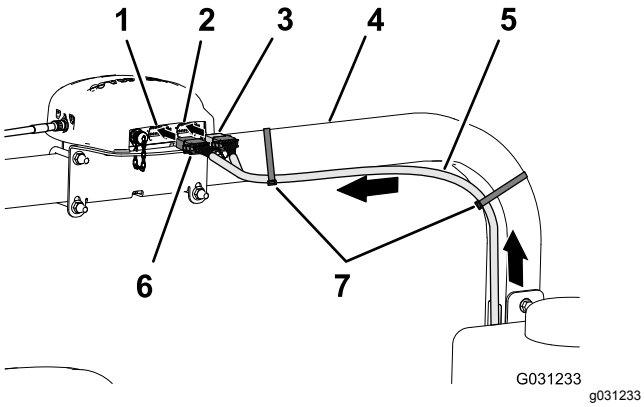

Figur 166
2. Før 390 cm afgreningen af dataledningsnettet langs styrtbøjlens højre rør med konnektoren med 12 sokler (grå) og konnektoren med 12 sokler (sort) op mod navigationsmodtageren (Figur 166).
7. Fastgør 390 cm afgreningen af dataledningsnettet til styrtbøjlens højre rør med 2 kabelbånd som vist i Figur 166.